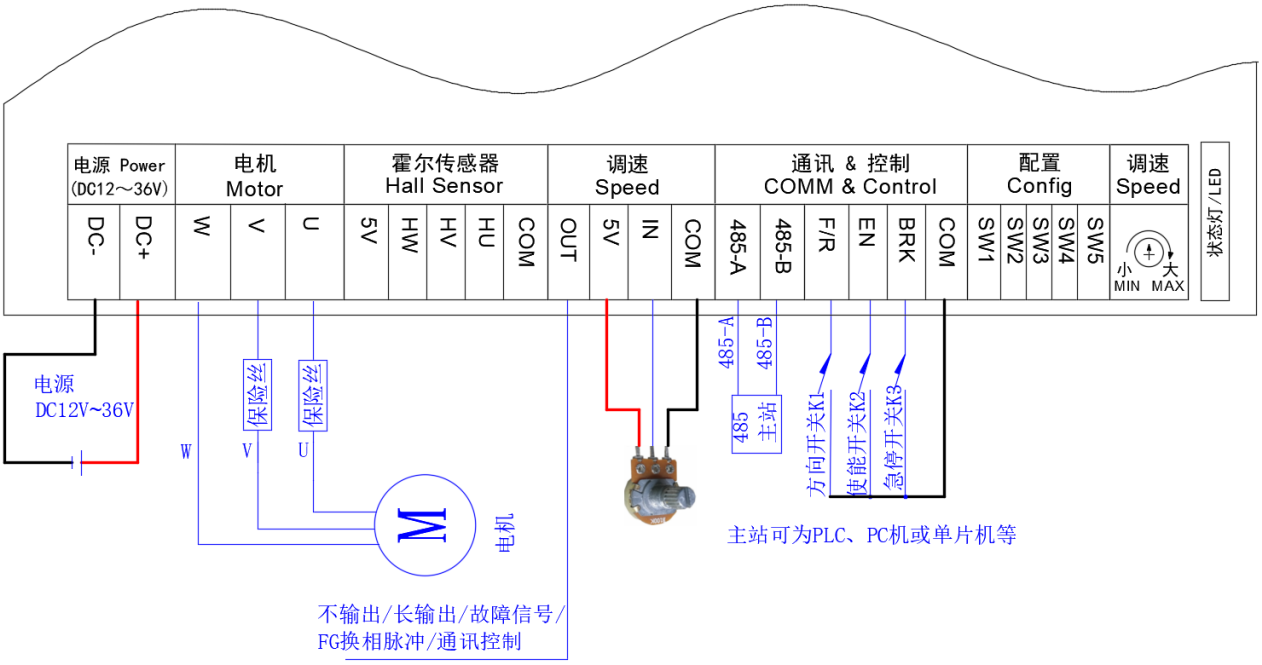
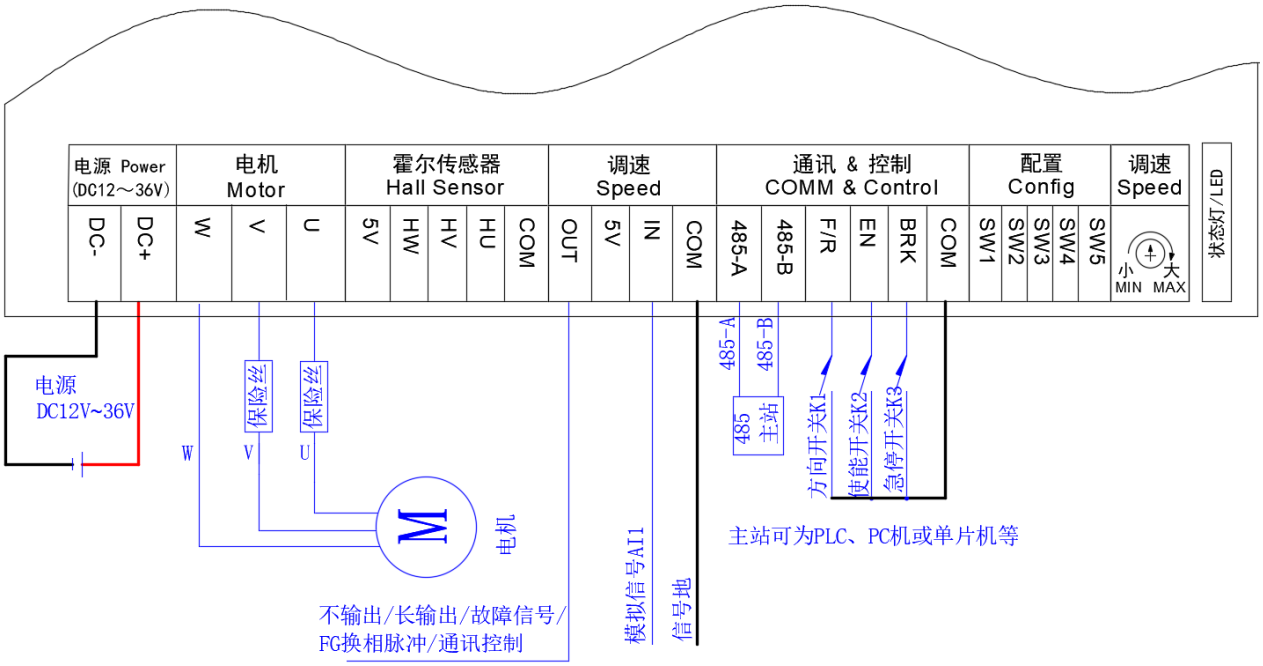

图 6.38 无感外部电位器开环控制接线图
图 6.39 无感外部模拟量开环控制接线图
断开驱动器电源，接线如图 6.38 或图 6.39 所示。
- 外部电位器：电位器 VR 两不动端接 5V 和 COM，动端接 SV，用于调速。当电位器动端由 COM 滑向 5V 过程中，电机驱动 PWM 输出由零到最高驱动 PWM。接线如图 6.38。
- 外部模拟量输入：SV 接模拟信号 AI1，用于电机调速。COM 接信号地。当 AI1 由 0 到最大值过程中，电机驱动 PWM 输出由零到最高驱动 PWM。接线如图 6.39。